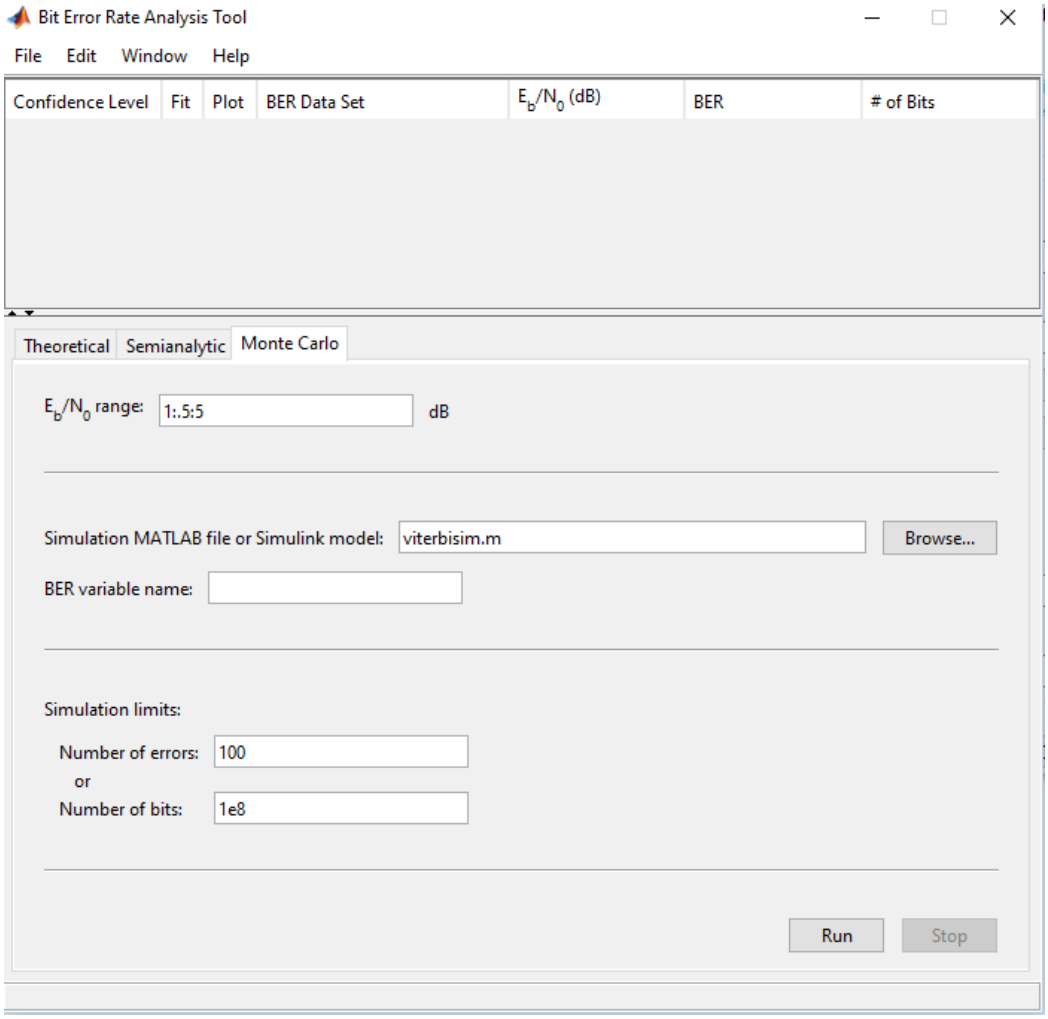

Figure 6 - Monte Carlo
Click on the **Monte Carlo** tab, as shown in Figure 6.
- The Eb/No range specifies the signal to noise ratio and, if necessary, the interval at which the noise should increase. It should be entered in the format **Signal:Interval:Noise**. So for example, the default value shown in Figure 6, **1:.5:5**, would be a signal value of **1** and the noise level would be raised to **5** in intervals of **0.5**.